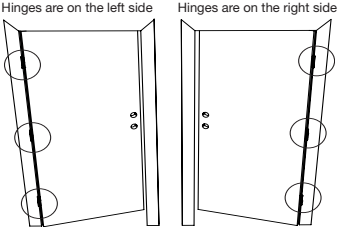

Figure 2b
b. Rotate the cylinder cover clockwise (Figure 2b).
a. Mark center hole on door face through guide on template for 2-3/8" (60mm) or 2-3/4" (70mm) backset (Figure 2b).
b. If the hinges are on the right your door is Right Handed (Figure 2b).
b. Place Mounting Plate against door with tailpiece passing through the center hole in the three hole set (Figure 2b).
b. The Interior Knob goes in the Horizontal position for Left Handed Doors (Figure 2b).